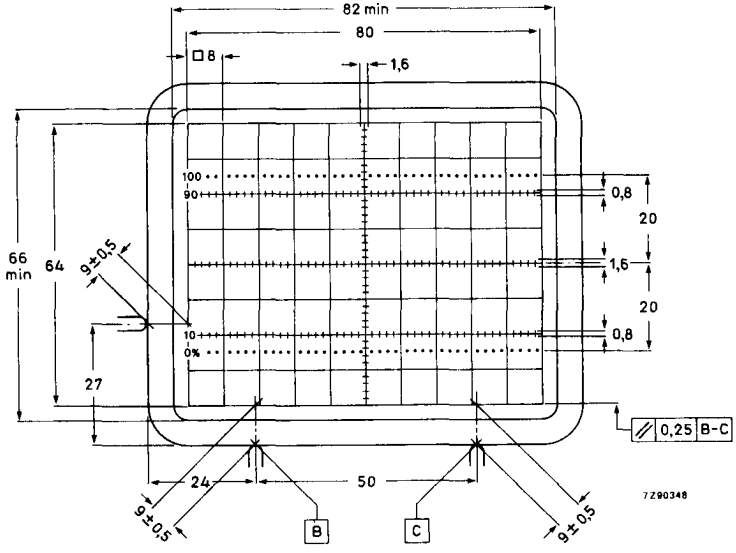

Fig. 4 Front view of tube with internal graticule, type 119.
Internal graticule	type 119; see Fig. 4
The tube can be mounted in any position. It must not be supported by the socket and not by the base region alone. The reference points on adjoining edges of the faceplate (see Fig. 4) enable the tube to be mounted accurately in the front panel, thus providing optimum alignment of the internal graticule.
(1) Dimensions of faceplate only. The complete assembly of faceplate and cone (frit seal included) will pass through an opening of 101 mm x 85 mm.
(2) The coil is fixed to the envelope with resin and adhesive tape.
(3) The length of the connecting leads of the rotation coil is min. 350 mm.
(4) Reference points on faceplate for graticule alignment (see Fig. 4).
The internal graticule is aligned with the faceplate by using the faceplate reference points, see Fig. 4. See also note 1.
1. As the frit seal is visible through the faceplate, and not necessarily aligned with the internal graticule, application of an external passe-partout with open area of max. 82 mm x 66 mm is recommended. The internal graticule is aligned with the faceplate by using the faceplate reference points (see Fig. 4).